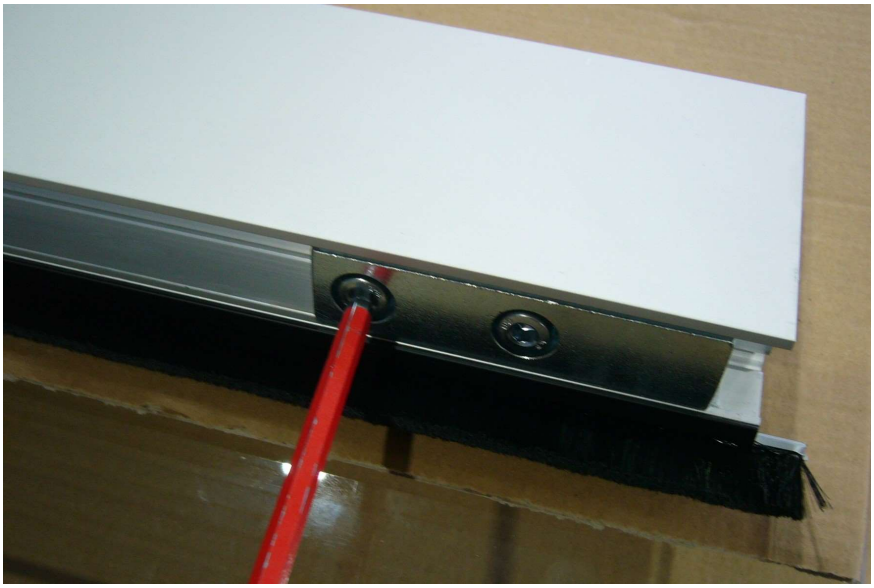
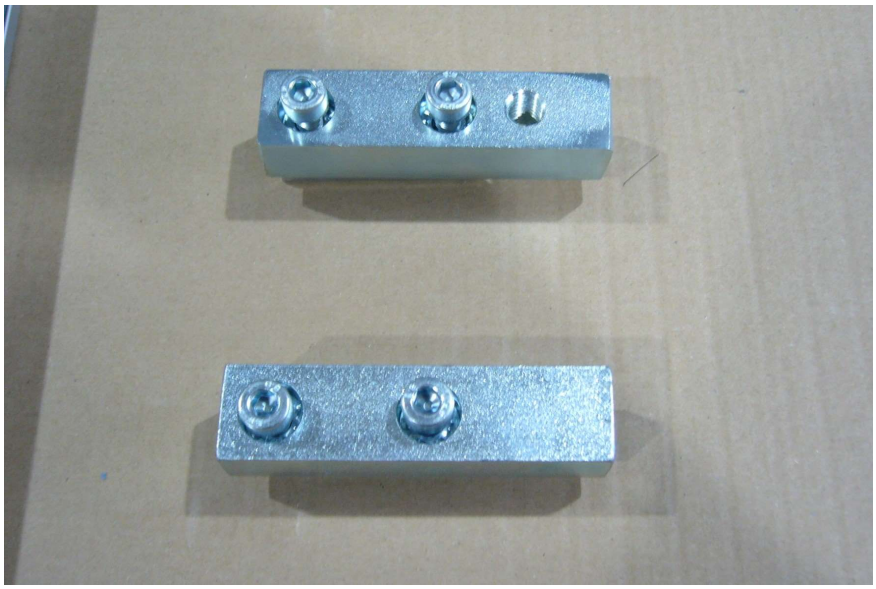

Abbildung 6
Abbildung 7
- Lösen der Schrauben (M8 x 33 DIN 912) des Einsatzstückes für die Tragrolle (mit Gewinde M12) bzw. Einsatzstück für Gelenkbandbefestigung mit Inbusschlüssel Größe 6 mm; nach dem Lösen das Einsatzstück aus dem Klemmprofil herausziehen (Abbildung 6 und Abbildung 7)